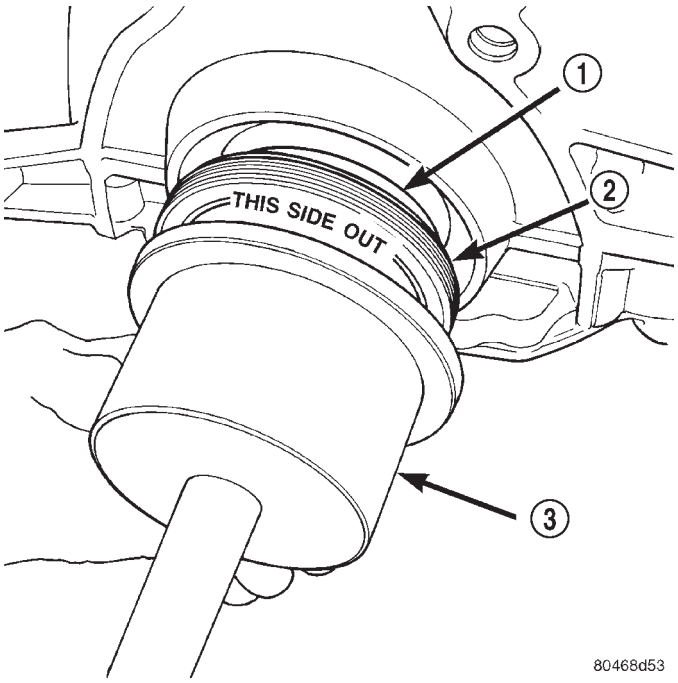
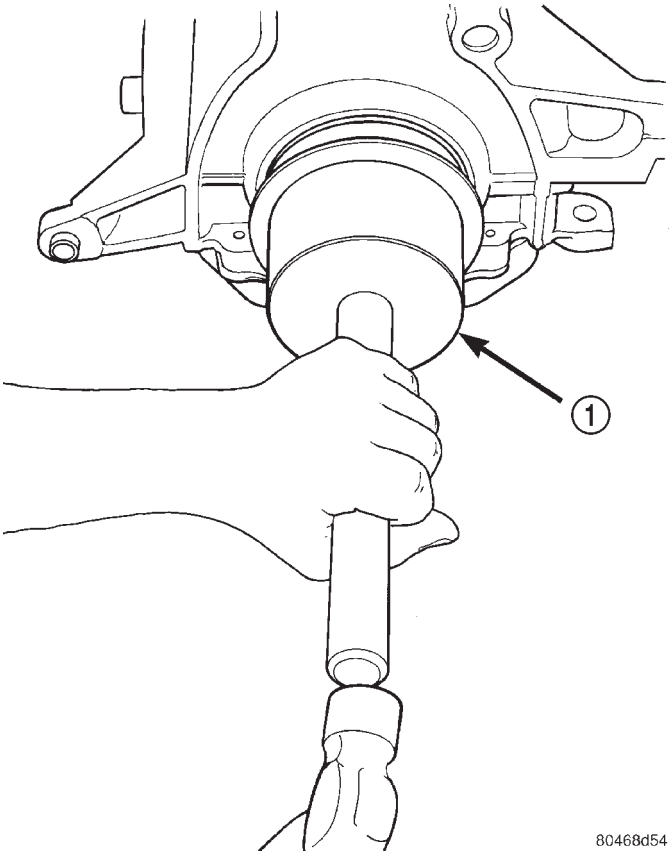

Abb. 91 Spezialwerkzeug 6926-2 für Kurbelwellendichtring
Abb. 92 Hinterer Kurbelwellendichtring—Einbau
(3) Dichtring mit Spezialwerkzeug 6926-2 und Griffstück C-4171 in den Motorblock treiben (Abb. 91), bis das Spezialwerkzeug am Motorblock zur Anlage kommt (Abb. 92).